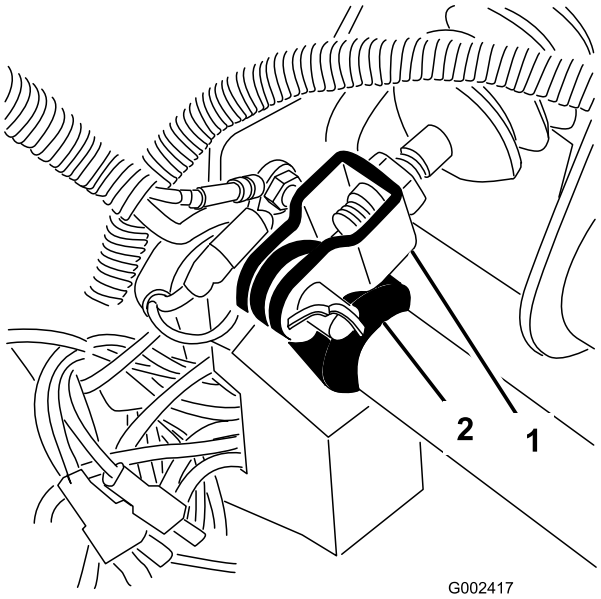

Figur 62
1. Fjern splinten og splittpinnene som fester hovedsylinderkrysshodet til bremsepedaltappen (Figur 62).